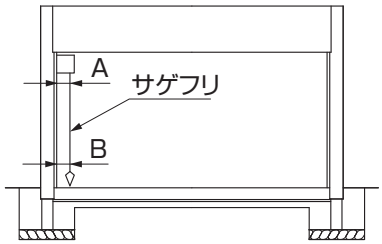

図3-4
①測定はサゲフリを使用して、図3-4のレールステイ上端と下端のA部とB部、C部とD部を測定してください。
②側壁の間口方向の倒れは、±2.5mm、奥行きの倒れは、±2mmの範囲にしてください。